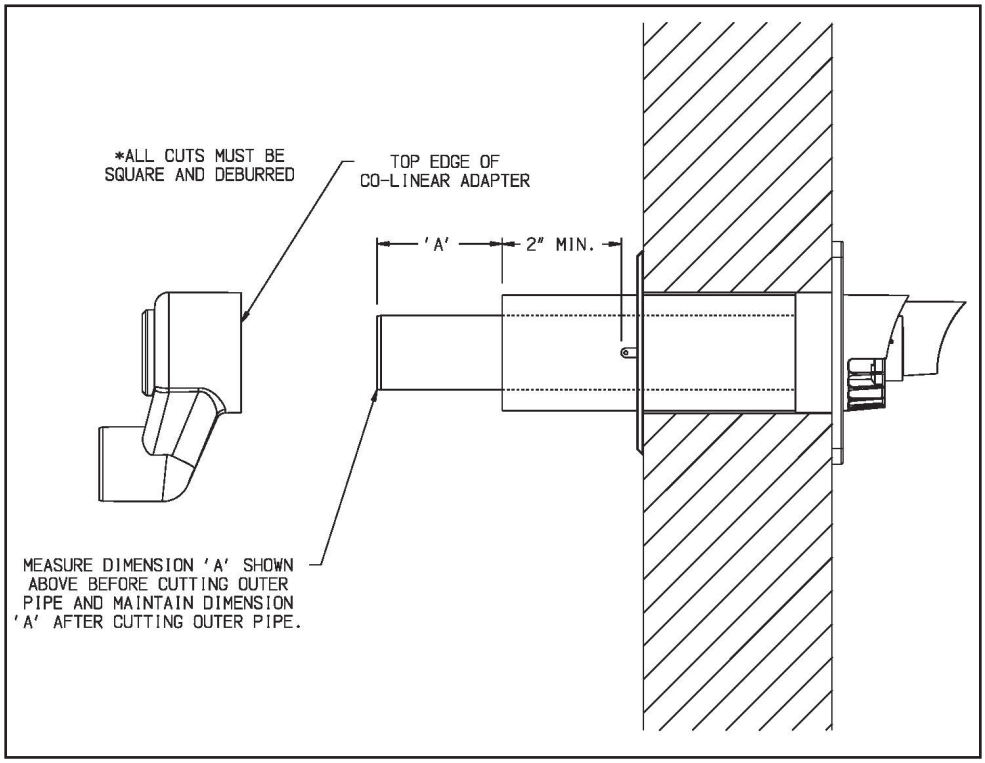

Figure 7.38: Cutting Duravent PolyPro Horizontal Concentric Vent Terminal
b. If desired, the terminal can be shortened. Mark the desired location of the cut on the outer pipe no closer than 2" from the edge of the tab on the interior wall plate. Prior to cutting outer pipe measure dimension 'A' of the inner pipe as shown in Figure 7.38 and maintain this dimension after cutting the outer pipe. All cuts must be square and de-burred.